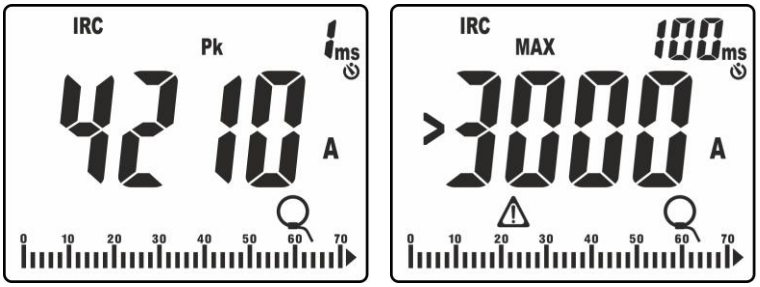

Fig. 42: Exemplos de visualizações da corrente de pico
- Valor de pico "Pk" calculado em **1ms** (ver Fig. 42 – parte esquerda)
11. Se a corrente medida for superior ao FS da pinça configurado, no display é apresentada uma mensagem idêntica à que aparece na Fig. 42 – parte direita (relativa ao FS = 3000A).